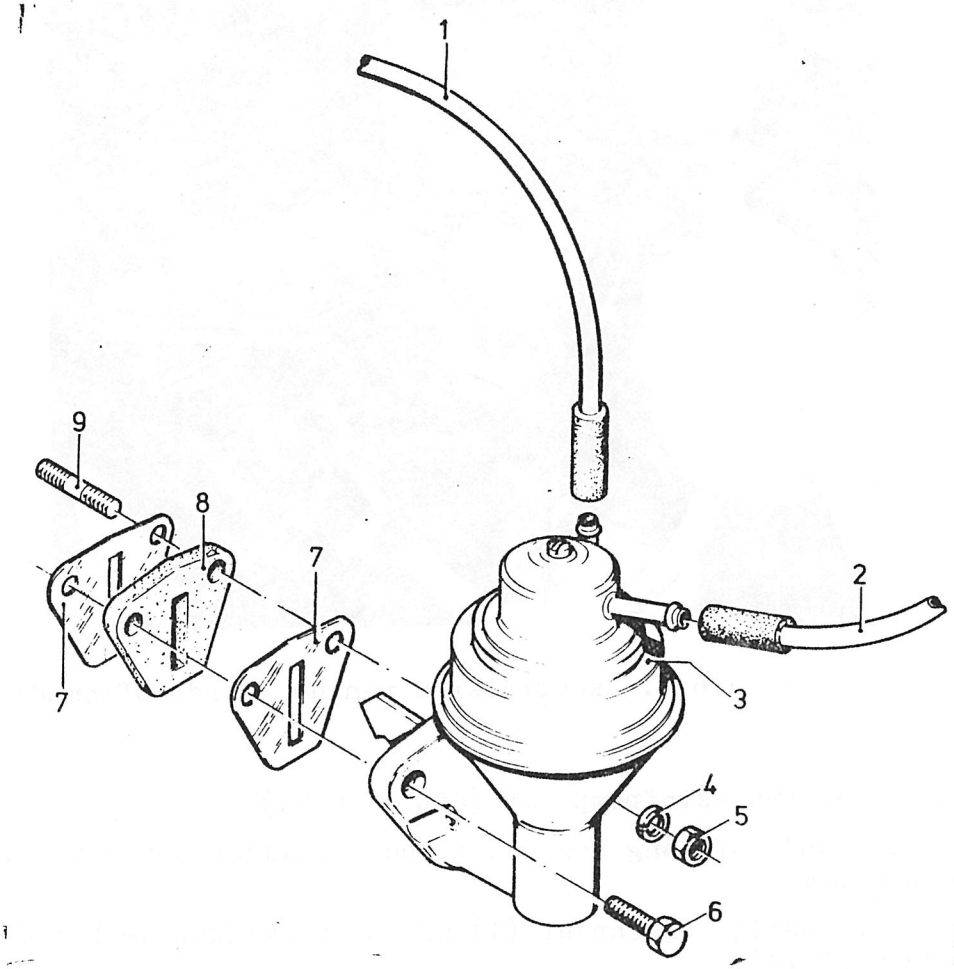
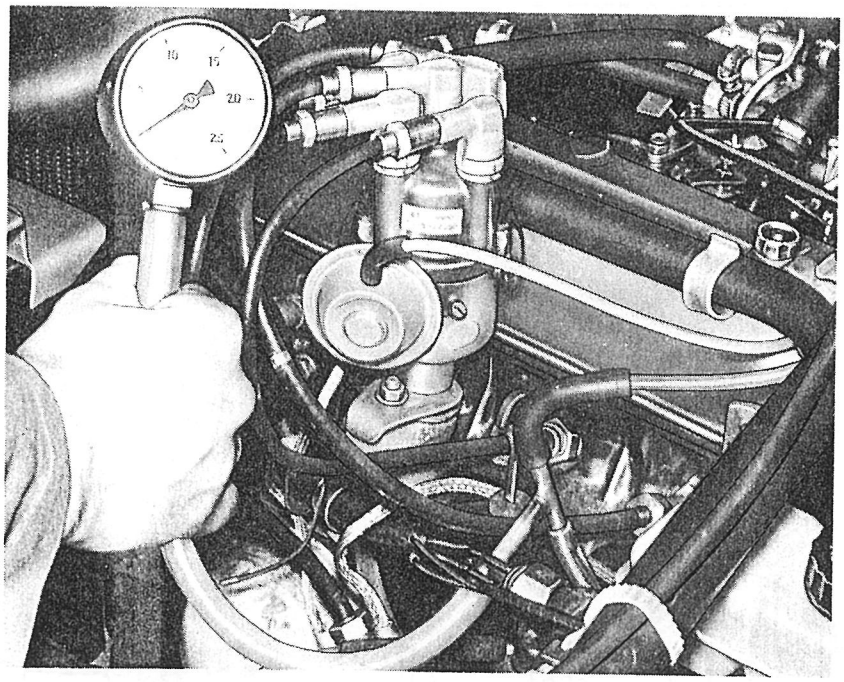

Afb. 2.6.5. Brandstofpomp
Afb. 2.6.6. Kontroleren van de brandstofpompdruk
a. Verwijderen (afb. 2.6.5.)
(1) Open de motorkap.
(2) Reinig het motorblok rondom de brandstofpomp.
(3) Neem de brandstofslangen (1) en (2) af van de brandstofpomp.
(4) Draai de bevestigingsbout (6) en moer (5) los en neem de brandstofpomp van de motor.
(5) Verwijder de pakkingen (7) en de hitte-isolatieflens (8).
b. Aanbrengen (afb. 2.6.5.)
(1) Reinig de hitte-isolatieflens (8) en breng aan weerszijden ervan een nieuwe pakking (7) aan.
(2) Vul de ruimte om de pomphefboom met G-403.
(3) Plaats de brandstofpomp tegen het motorblok en zet vast met de bevestigingsbout (6) en moer (5).
c. Testen van de brandstofdruk (afb. 2.6.5.)
(1) Neem de brandstofslang (1) naar de carburator af van de brandstofpomp.
(2) Sluit een drukmeter met een T-stuk (speciaal gereedschap, c, afb. 2.2.1) aan(zie afb. 2.6.6.).
(3) Start de motor en laat deze stationair draaien.
(4) De pompdruk moet nu 0,18 - 0,20 kg/cm^2 (2,6 - 2,8 psi) bedragen.
(5) Indien de pompdruk te hoog is moeten één of meerdere pakkingen tussen de brandstofpomp en het motorblok worden aangebracht.
(6) Verwijder de drukmeter en sluit de brandstofslang aan.